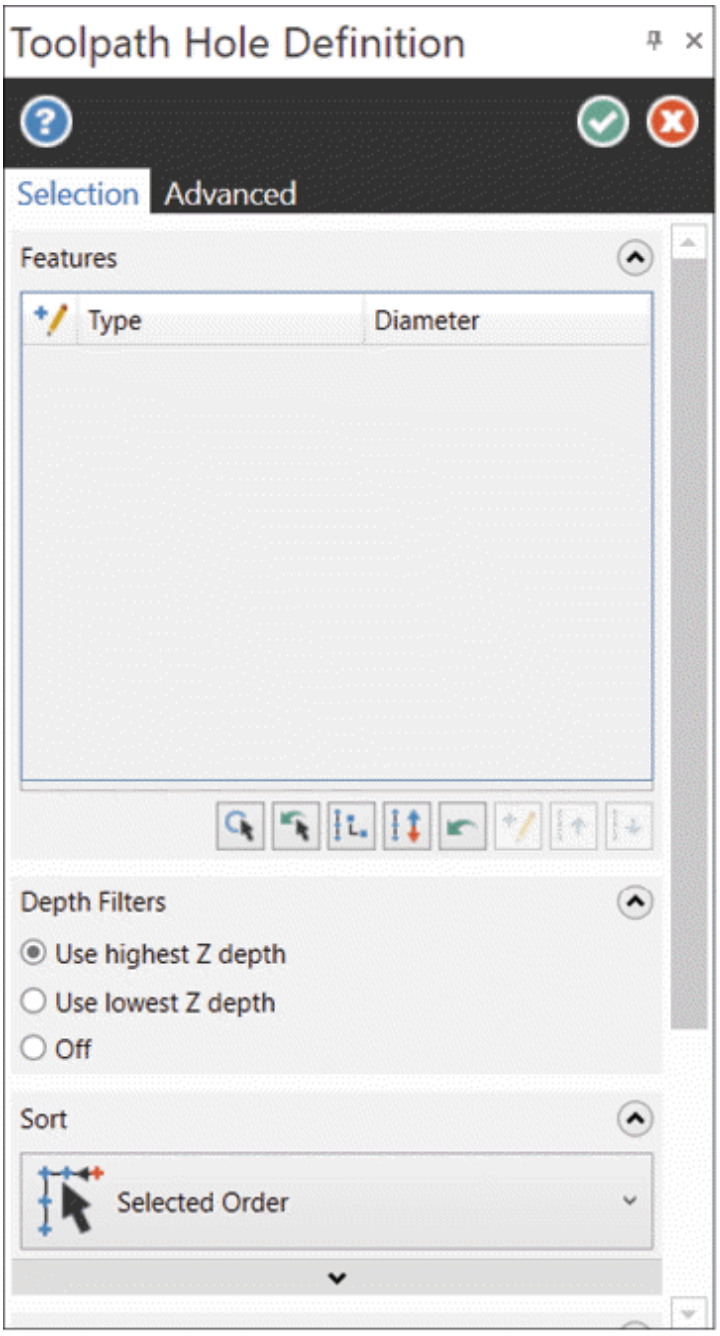

Figure-20. Toolpath Hole Definition Manager
- Click on the **Drill** tool from the **2D** group in the **Toolpaths** tab of the **Ribbon**. The **Toolpath Hole Definition Manager** will be displayed as shown in Figure-20.